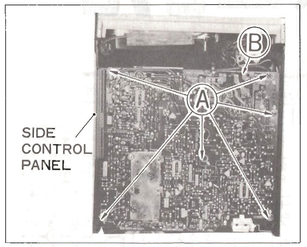

Fig. 1
1. Unfasten the six screws marked Ⓐ in Fig. 1 to remove clamper Ⓑ.